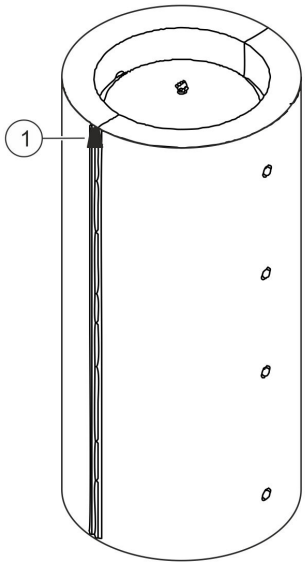

Abb. 7: Wärmeisolierung verschließen
7. Pressen Sie die Wärmeisolierungen so an den Schichtenpufferspeicher, dass der Klettverschluss ausreichendüberlappt und verschlossen werden kann (Abb. 7/1).